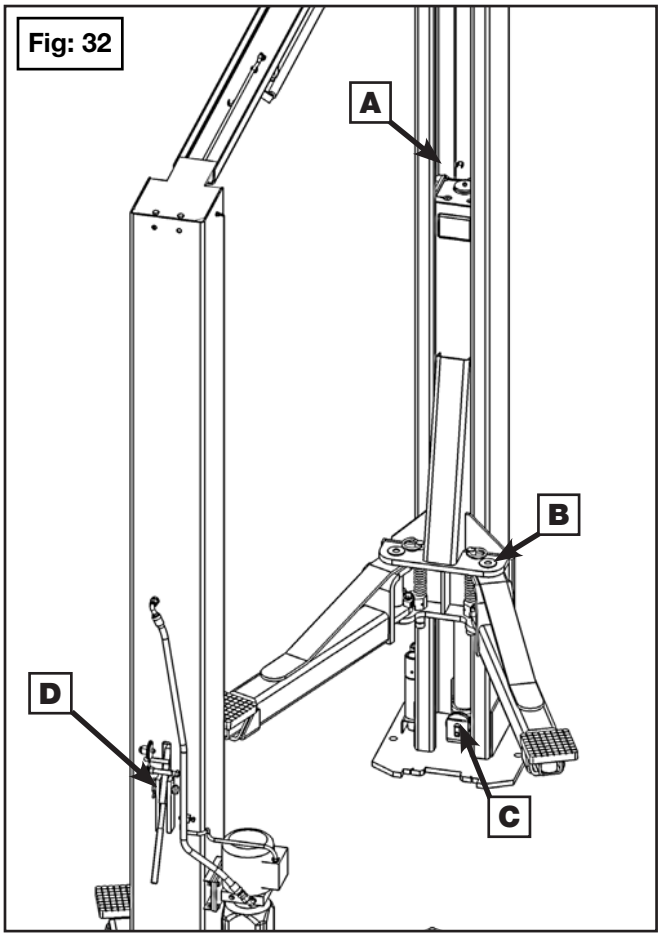

Fig: 32
1. After installation and start up has been completed, lubricate the lift components described below on both columns with a white lithium grease. (See figure 32)